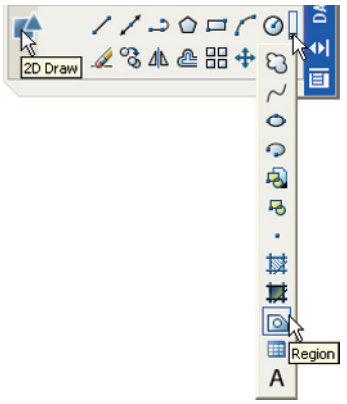

Fig. 13.8 Selecting **Region** from a flyout in the **2D Draw** control panel
When constructing 2D outlines suitable as a basis for constructing some forms of 3D model, use tools from the **2D Draw** control panel. If constructed using tools such as **Line, Circle** and **Ellipse**, before being of any use for 3D modelling, outlines must be changed into regions with the **Region** tool (**2D Draw** control panel – Fig. 13.8). Closed polylines can be used without the need to use the **Region** tool.
2. *Left-click* on **Region** tool in the **2D Draw** control panel (Fig. 13.8), or *enter* **reg** at the command line. The command line shows: